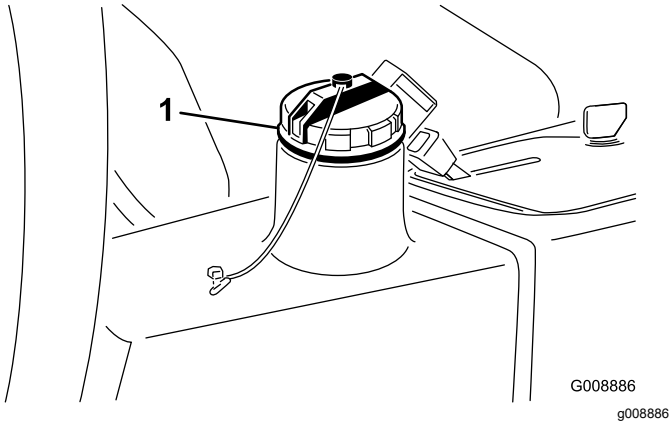

Figur 60
3. Fyll beholderen (Figur 60) med omtrent 13,2 liter hydraulisk olje. Se Kontrollere det hydrauliske systemet.